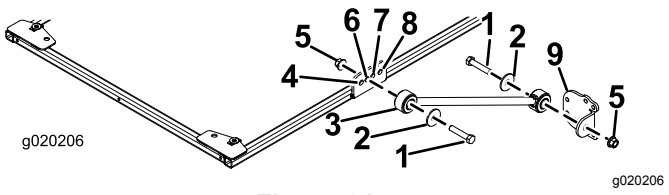

Figure 21
- Pour les modèles 30446, 30446N, 30447 et 30447N, fixez légèrement un raidisseur de chaque côté du cadre du pare-soleil dans le **deuxième** trou du support de raidisseur à l'aide d'un boulon (1/2" x 2-1/2"), d'une rondelle (1/2") et d'un écrou à embase (1/2"), comme montré à la Figure 21.